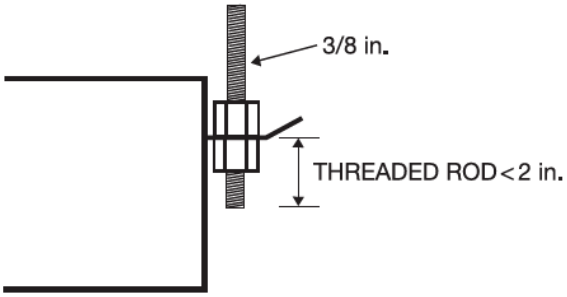

Fig. 5 — Threaded Rod
3. Secure the unit in position with locknuts and washers on both sides of the mounting bracket. Ensure that the threaded rod does not protrude more than 2 in. below the mounting brackets as shown in Fig. 5.